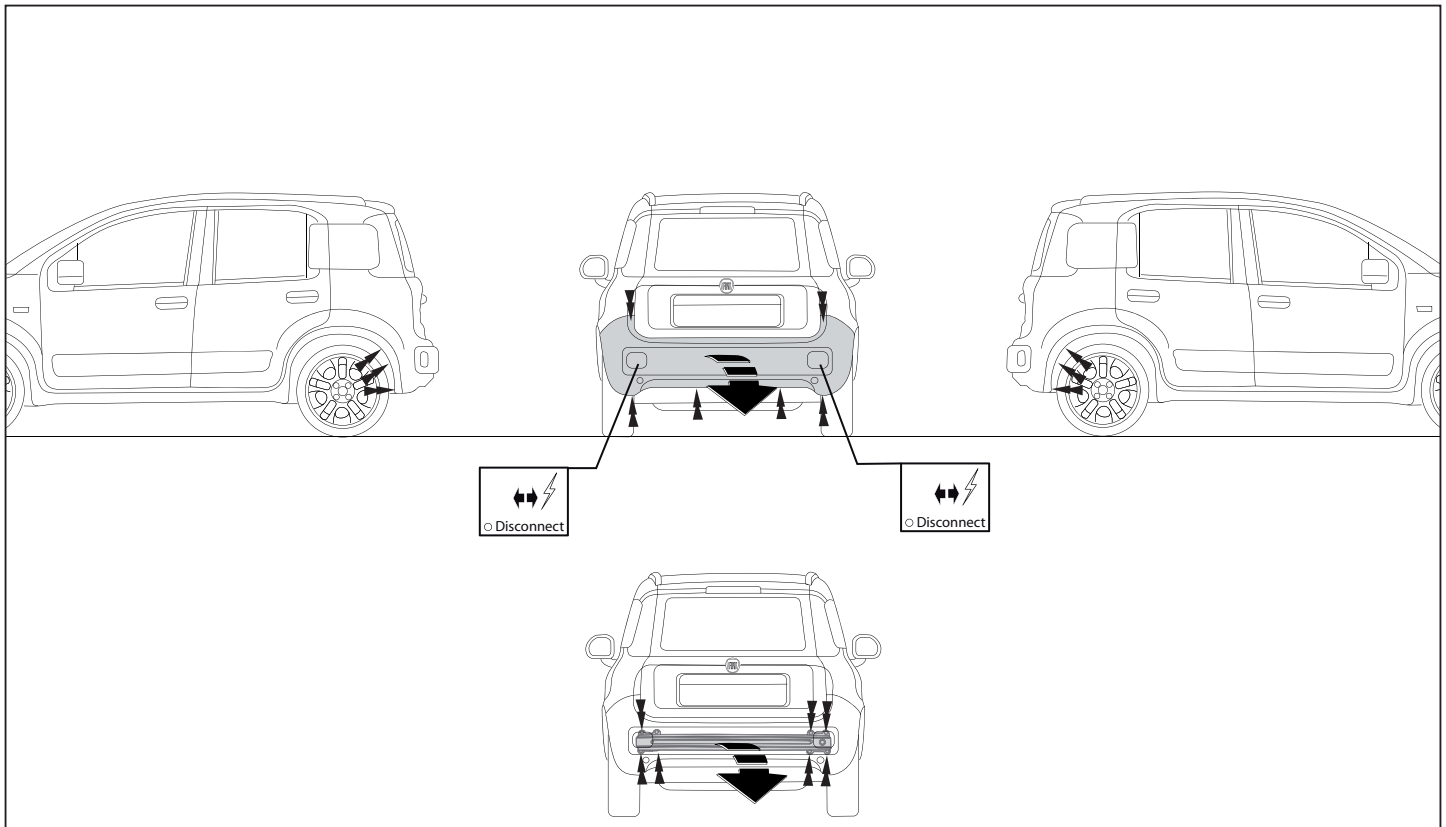

Fig. 1
1. Remove the bumper and the steel buffer beam from the vehicle. The buffer beam will no longer be needed. See figure 1.
1. Die Stoßstange einschließlich des stählernen Stoßbalkens vom Fahrzeug abmontieren. Der Stoßbalken wird nicht mehr benötigt. Siehe Abbildung 1.
1. Déposer le pare-chocs du véhicule y compris la traverse en acier ; la traverse ne sera plus utilisée. Voir la figure 1.
1. Demonter kofangeren, inklusive køretøjets stålstødbjælke. Denne bliver overflødig. Se fig. 1.
1. Снять бампер вместе со стальным буферным брусом автомобиля; буферный брус больше не понадобится. См. рисунок 1.